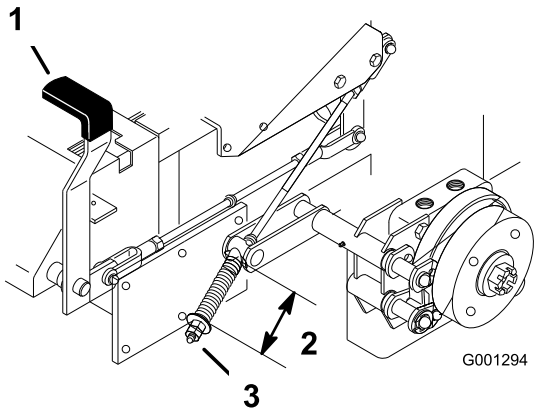

**Figur 64**
2. Mål fjederens længde. Der skal være 64 mm mellem skiverne (Figur 64).
3. Hvis justering er nødvendig, skal parkeringsbremsen deaktiveret, kontramøtrikken under fjederen løsnes, og møtrikken lige under fjederen spændes (Figur 64). Drej møtrikken, indtil det rigtige mål er nået. Drej møtrikken med uret for at afkorte fjederlængden, og drej mod uret for at øge fjederlængden.